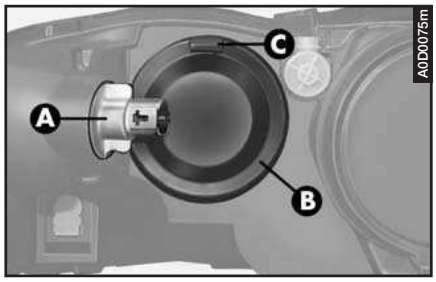

fig. 42
– Turn counter-clockwise and remove the direction indicator bulb holder (**A- fig. 42**) without disconnecting the connector to widen the working space.